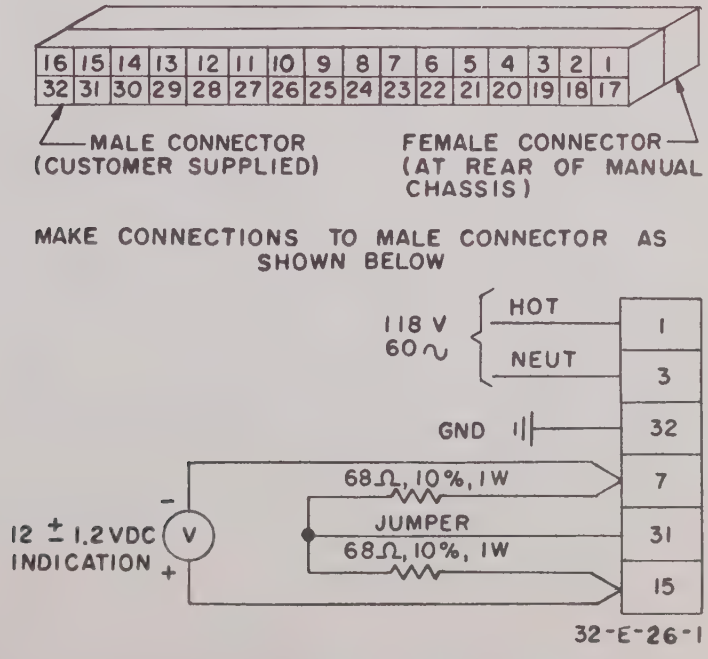

Figure 2. ELECTR-O-LINE Controller, Manual Chassis Test Setup
(1) Remove the door of the controller case; if the automatic chassis is installed, loosen the two knurled captive screws on the front panel of the automatic chassis and remove the automatic chassis.
(2) Remove the four screws which secure the front panel of the manual chassis to the front frame of the controller; place both hands on the underside of the manual chassis (via the automatic chassis cutout) and pull forward to remove the manual chassis.
(3) Procure a 32-terminal male connector which matches the female connector at the rear of the manual chassis.
(4) Wire the male connector as shown in figure 2 and plug it into the female connector.
(5) Supply a-c power to the test setup; the pilot lamp should energize; the voltmeter reading should be 12 ± 1.2 vdc; the % POSITION *meter should indicate 50%. If required, adjust the contact position of the meter span potentiometer until the meter needle indicates 50%.